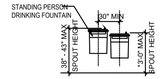

Figure 602.4
TAS SECTION 602.4 -SPOUT HEIGHT (REFERENCE FIGURE 602.4 FOR ACCESSIBLE UNIT)
A. Spout outlets of drinking fountains for standing persons shall be 38" minimum and 43" maximum above the finish floor or ground. (Fig. 602.4)